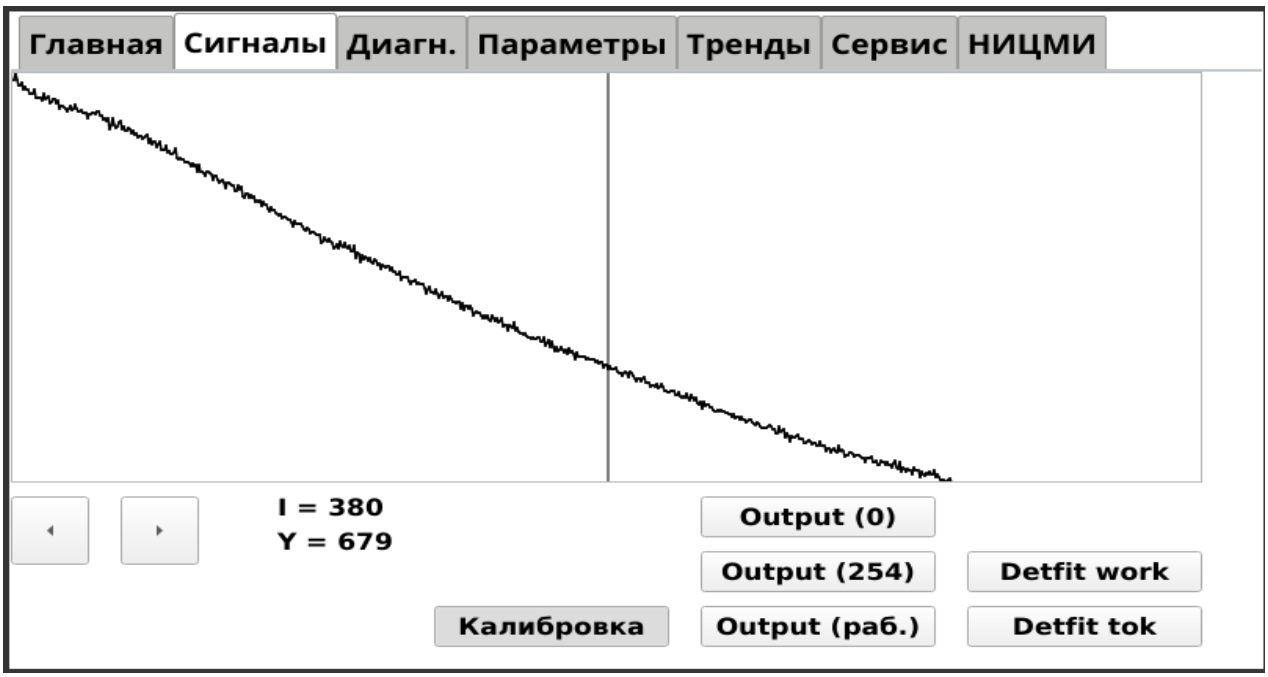

Рис.3
2.2 Контроль уровня и характеристик сигнала, излучаемого модулем УМФ700.20. Выполняется из графического интерфейса контроллера. Нажатием по кнопке «Сигналы» выбирается раздел диагностики для контроля уровня и характеристик сигнала. Далее нажимается кнопка «Калибровка». В результате на экране появится окно с диагностической диаграммой сигнала (рис.3). Сигнал «Calibr» представляет собой плоскую затухающую частотную характеристику сигнала, излучаемого модулем УМФ700.20 в диапазоне частот от 10 до 600 МГц рис.4. По оси X откладываются значения частот от 1 (10 МГц) до 591 (600 МГц), по оси Y уровни сигналов в милливольтах. Сигнал «Calibr» считается нормальным, если сохраняется его плоская форма без резких скачков, а значения уровня **«Ymax»** и **«Ymin»** не менее 2700 мВ.